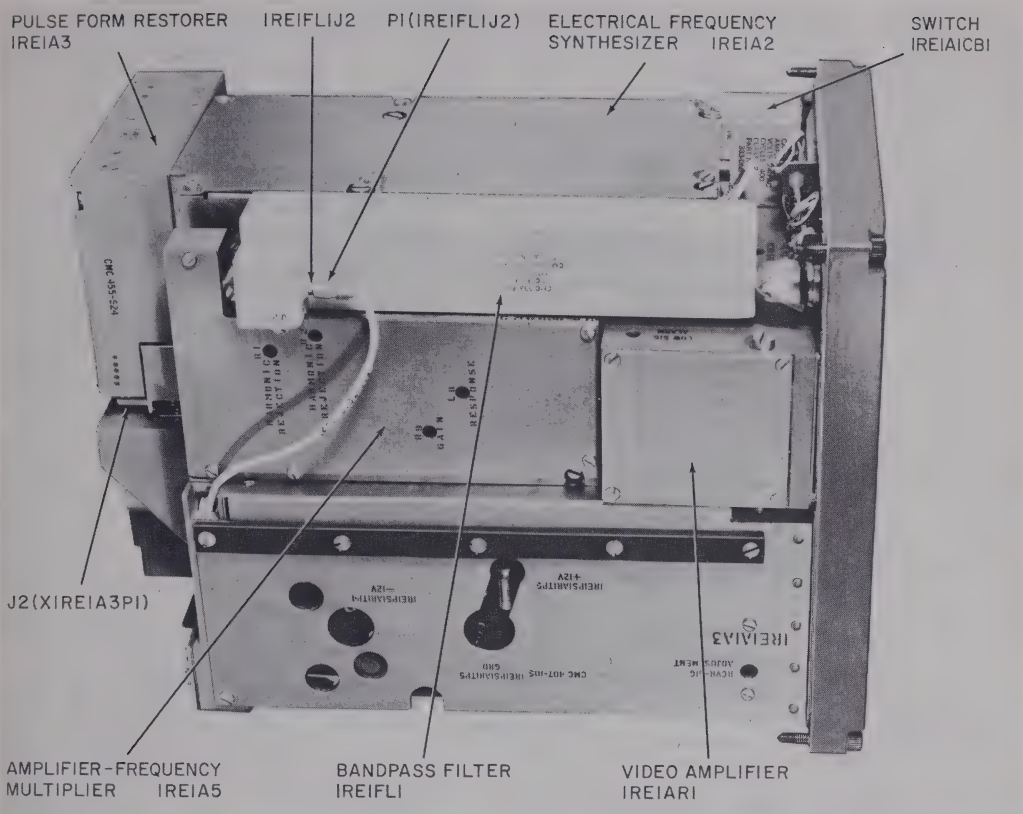

Figure 3-32. Radio receiver 1RE1, bottom and side view.
(1) Disconnect plug P1 (1RE1FL1J2) (fig. 3-32) from connector J2 of bandpass filter 1RE1FL1.